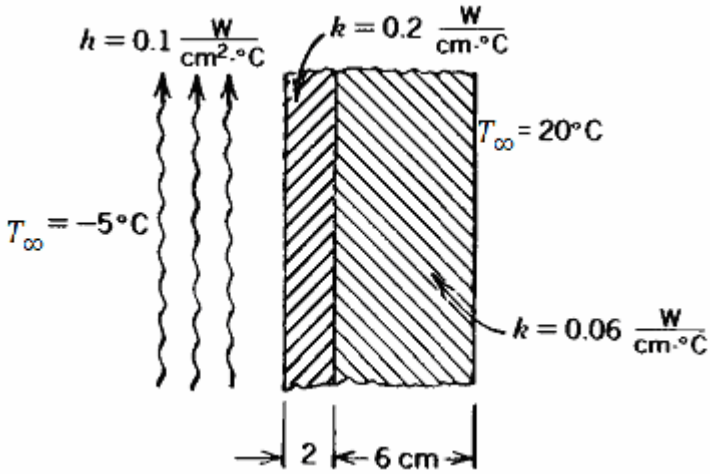

Figure 8
Q.5 **(a)** Calculate the surface temperature for the wall shown in figure 8. Convection heat transfer occurs on both surfaces. Assume a unit surface area. **06**